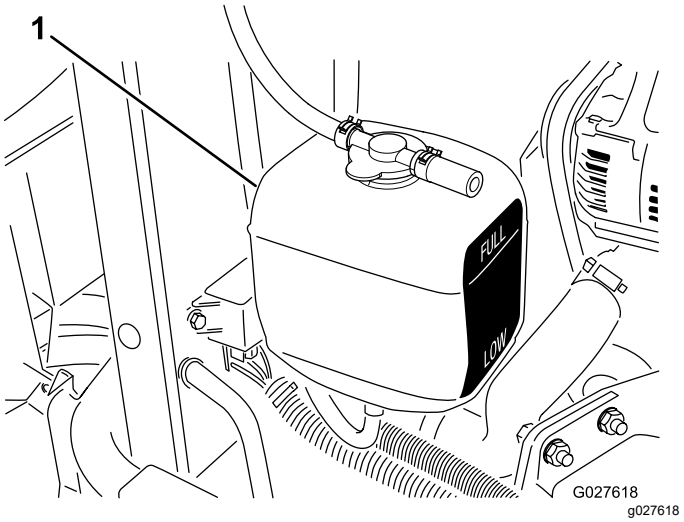

Figuur 81
3. Controleer het koelvloeistofpeil in de expansietank (Figuur 81).